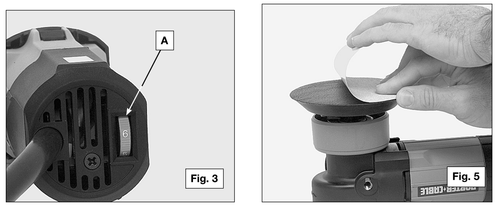

Fig. 3 Fig. 5
Adjust the speed by turning the thumbwheel (A) Fig. 3. Thumb-wheel position #1 provides the slowest operating speed (2500 OPM) and position #6, the fastest (6000 OPM). You can change the speed while the motor is running or while it is stopped.